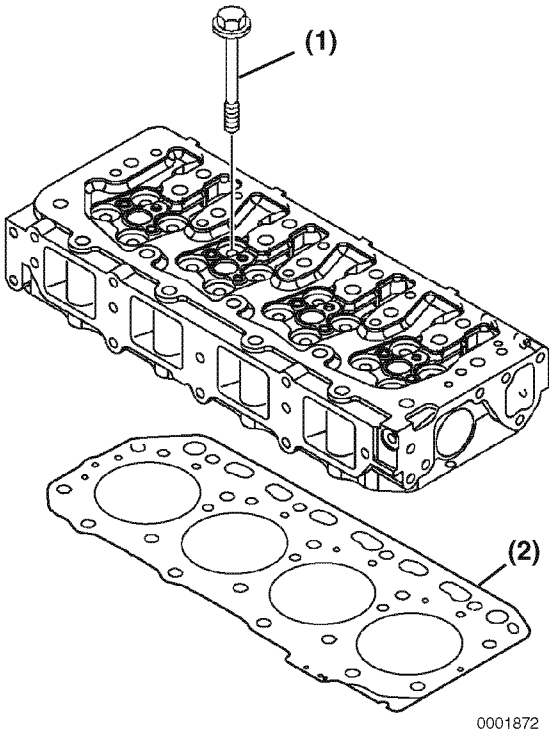

Figure 6-70
1. Carefully clean both the combustion surface of the cylinder head and the top surface of the cylinder block. Then place a new cylinder head gasket **(Figure 6-70, (2))** on the cylinder block.
3. Lightly oil the threads of the cylinder head bolts **(Figure 6-70, (1))**. Tighten the bolts to the specified torque in two steps as shown in the chart below. Tighten in the sequence shown in **(Figure 6-71)**. *See Special Torque Chart on page 6-25 for specification.*